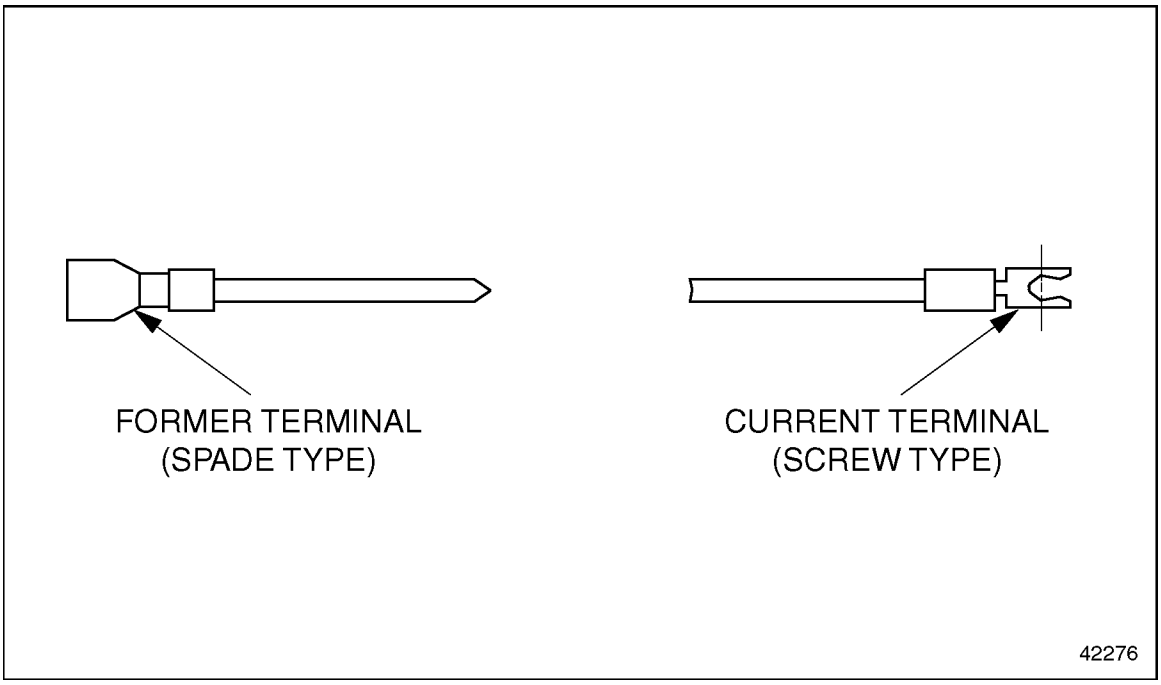

Figure 1-512 Jake Brake® Wire Terminal Connection Identification
14. Connect wiring harness solenoid connectors to solenoids. See Figure 1-512